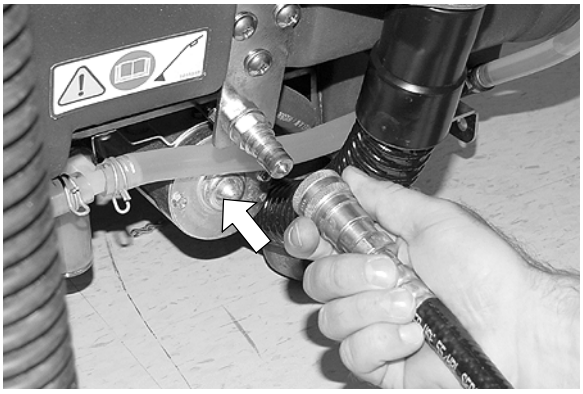

FIG. 13
2. Branchez le tuyau de solution de l'accessoire sur le raccord situé à l'arrière de la machine (Figure 13).